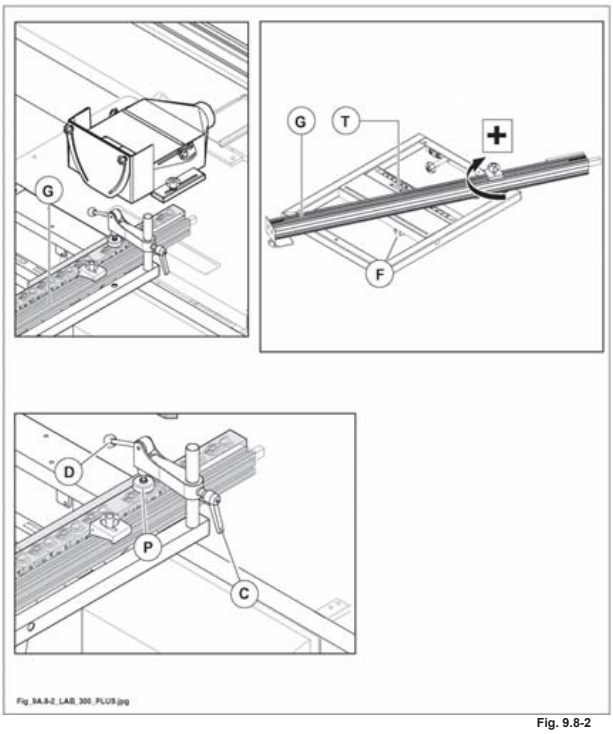

Fig. 9.8-2
La lavorazione dei tenoni obliqui risulta essere di rapida esecuzione, essendo sufficiente ruotare la riga di appoggio telescopica (G fig. 9.8-2) in senso orario.
- Allentare il pomello (F fig. 9.8-2).
- Ruotare la riga all'angolazione desiderata, in senso orario (+ / indice 1) e leggere il valore direttamente sulla targhetta (T fig. 9.8-2) posizionata sul piano.
- Serrare il pomello (F fig. 9.8-2).
La riga (G fig. 9.8-2) può scorrere dopo aver sbloccato il pomolo (F fig. 9.8-2).
- Agire sulla maniglia (C fig. 9.8-2) per regolare l'altezza.
- Con la leva (D fig. 9.8-2) far scendere il piedino (P fig. 9.8-2) per serrare il pezzo da lavorare.